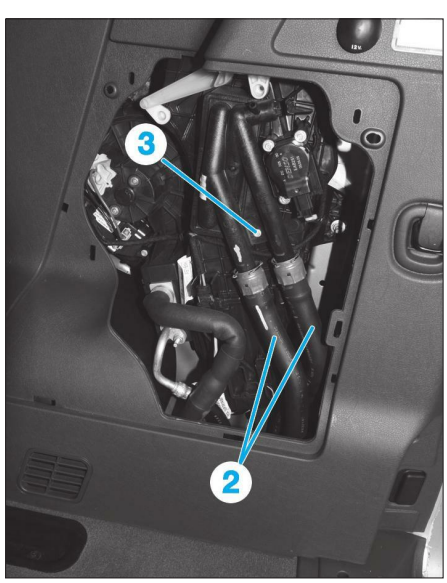

**Fig. 23**
- les durits (2) **(Fig.23)**.
• Déposer la vis (3)
• Ecarter les durits (2).